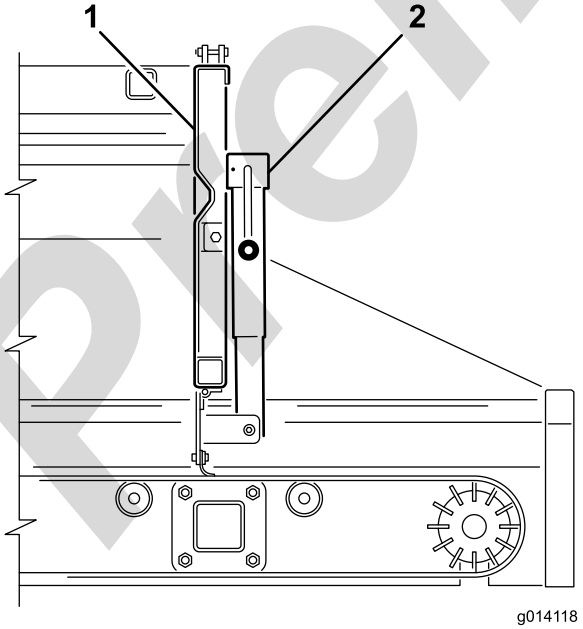
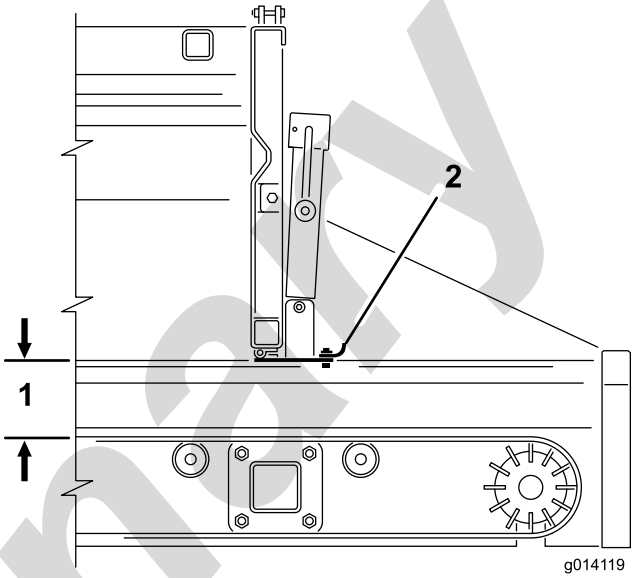

Rysunek 27
Rysunek 28
2. Użyj uchwytu podnośnika, aby otworzyć lub zamknąć regulowaną część klapy tylnej (Rysunek 27 i Rysunek 28). Ogranicza to przepływ materiału przy zastosowaniu osprzętu.